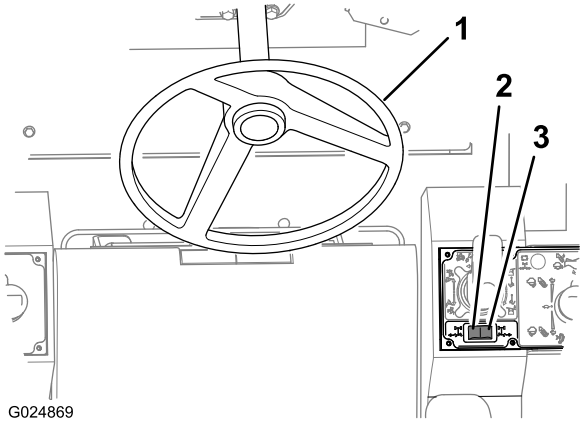

Rysunek 46
Do kierowania przednimi kołami służy kierownica (Rysunek 46).
- Naciśnij przełącznik kołyskowy kierowania tylnymi kołami (Rysunek 46) z prawej strony, aby skręcić tylne koła w prawo (skręt w lewo).
- Naciśnij przełącznik kołyskowy kierowania tylnymi kołami (Rysunek 46) z lewej strony, aby skręcić tylne koła w lewo (skręt w prawo).